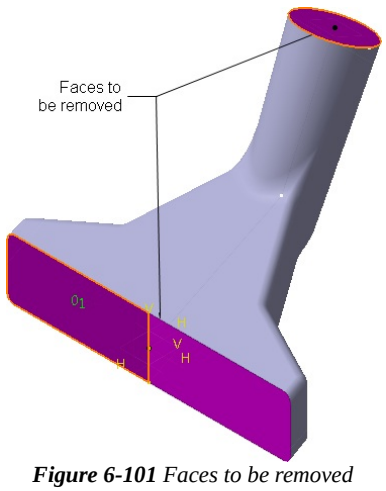

Figure 6-101 *Faces to be removed*
d. Shell the model using the **Shell** tool, refer to Figures 6-101 and 6-102.
2. Select the faces to be removed, as shown in Figure 6-101.